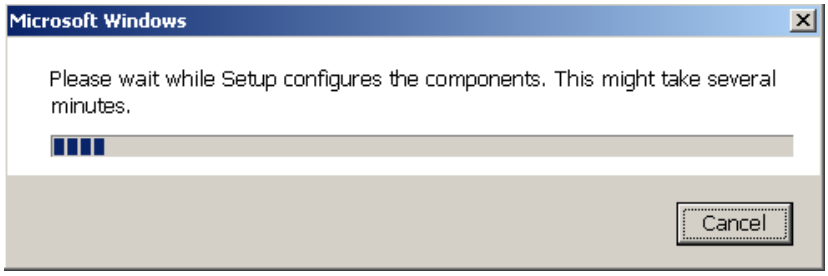

Figure 1.9 – Installation Progress
17. When the splash screen comes up, click on the “SQL Server Express 2005 SP3 Wrapper” link, which is circled in Figure 1.9 - SQL Server Installation. In case the splash screen does not pop up (you may have auto-run disabled), you can go to the root folder of your DVD drive and double-click on the “Default.hta” file to bring up the splash screen.